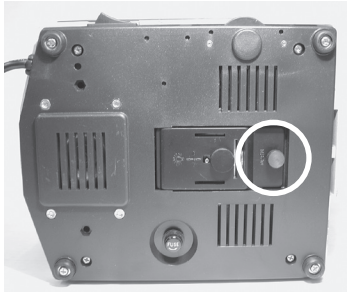

Figure 15
2. Carefully lay the microscope on its side to locate the light bulb access door on the bottom of the microscope (see Figure 15).
3. To open the door, unscrew the knob (circled in figure 15) and pull outward.